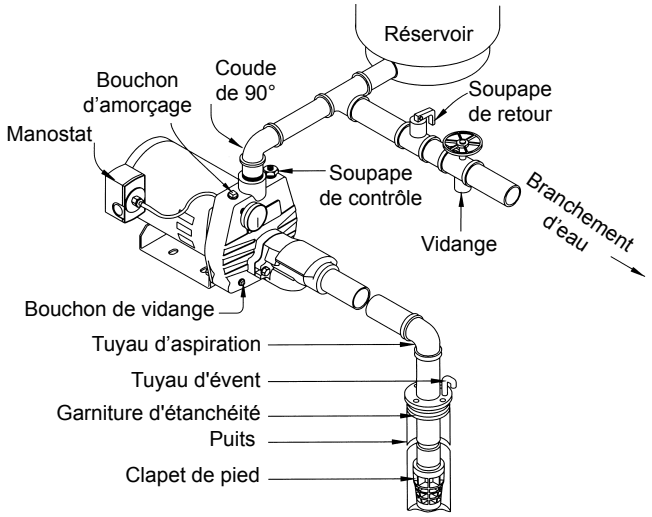

Fig. 3a - PUITS PEU PROFOND (AVEC CLAPET DE PIED)
d) **Branchement d'eau :** Il faudrait raccorder le branchement d'eau comme l'indiquent les figures 3a, b, c ou d. Le diamètre de la conduite de branchement d'eau est en rapport direct avec le volume d'eau requis et la longueur de la conduite elle-même. Le diamètre de la conduite choisie devrait être assez grand pour que la hauteur de la perte de charge (établie à l'aide du tableau 3, Diagramme de perte de charge) ne dépasse jamais plus de 20 pieds (6 m).